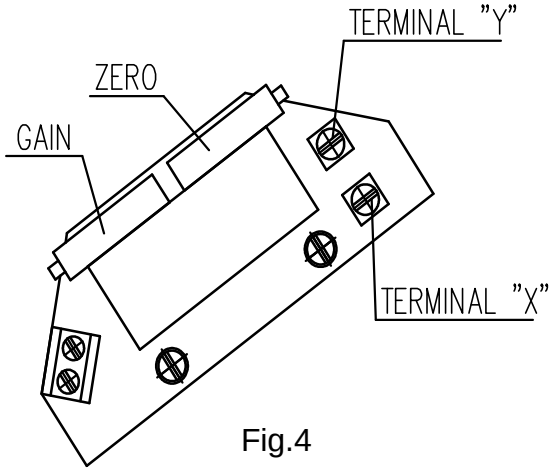

Fig.4
3.4.1 EPV – the 2-wire version (Fig. 4)
- Adjust the resistive transmitter according to the previous chapter. The resistance is to be metered on the terminals X-Y (Fig. 4). The used transmitter resistance is *100 W*
- Turn the adjusting trimmer ZERO (Fig. 4) to adjust the output current signal rate measured on the terminals 81-82 to 4mA.
- Turn the adjusting trimmer GAIN (Fig. 4) to adjust the output current signal rate measured on the terminals 81-82 to 20mA.
- Adjust the resistive transmitter according to the previous chapter. The resistance is to be metered on the terminals X-Y (Fig. 4).